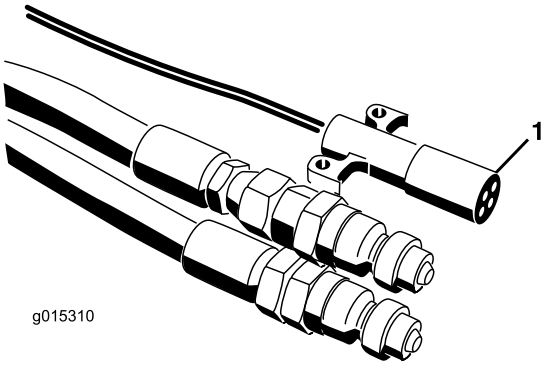
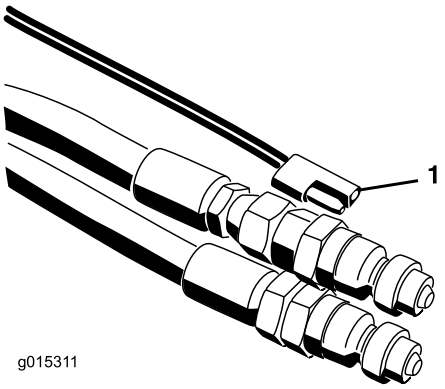

**Figur 18**
**Figur 19**
7. Kobl det elektriske ledningsnet til bugseringskøretøjet (Figur 18 og Figur 19). På SH-modeller skal tænd-/slukanordningen placeres inden for rækkevidde af førerens sæde. Sørg for, at kontakten er slået fra.